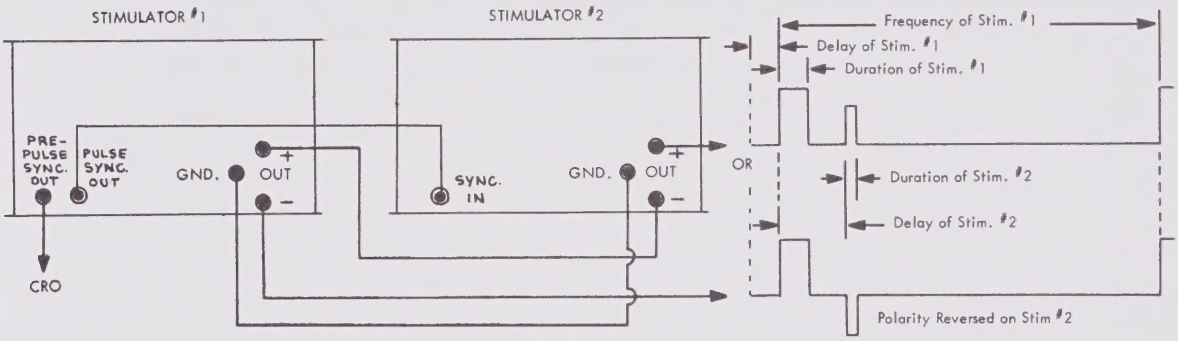

FIGURE 6.21 PAIRS OF UNLIKE PULSES
6.21 PAIRS OF PULSES with a variable interval between pulses and independent control of the parameters of each pulse are obtained by driving one SD9 with the appropriate SYNC OUT pulse of another SD9 (or by the appropriate SYNC OUT pulses of an S44, or S48 stimulator). As shown in Figure 6.21, a lead is connected between the SYNC OUT PULSE terminal of the driving stimulator and the SYNC IN terminal of the driven stimulator. A grounding lead is connected between the GND (ground) terminals of the two stimulators. The stimulus pulses should be monitored on a CRO before connecting the stimulating electrodes to make sure that the wave form obtained is the desired one.